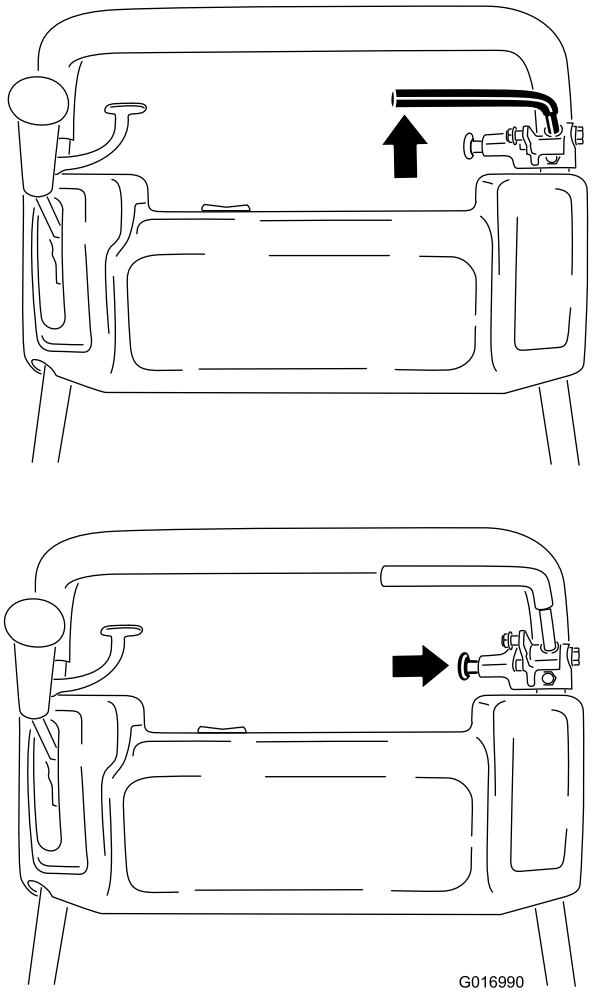

Figura 34
1. Engate totalmente o travão de serviço e empurre o manípulo do travão de estacionamento para permitir que o travão de serviço apoie no pino do travão de estacionamento (Figura 34).